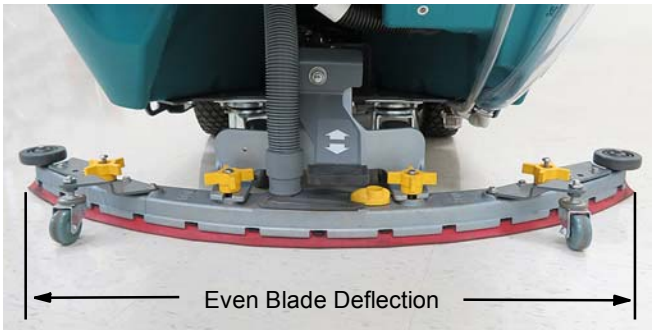

FIG. 10
6. If the squeegee blade does not deflect evenly across the full length of the squeegee after properly adjusting casters, the blade pitch may be out of adjustment (Figure 10).